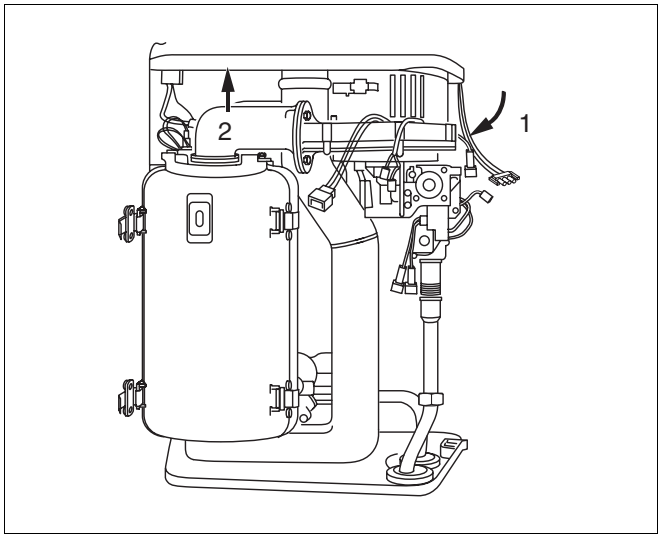

Rys. 64 Demontaż zespołu gazowo-powietrznego
- Odchylić zespół gazowo-powietrzny "KombiVENT" do przodu (rys. 64, **poz. 1**).
- Wyjąć zespół gazowo-powietrzny "KombiVENT" z połączenia bagnetowego do góry (rys. 64, **poz. 2**) i usunąć do przodu z urządzenia.